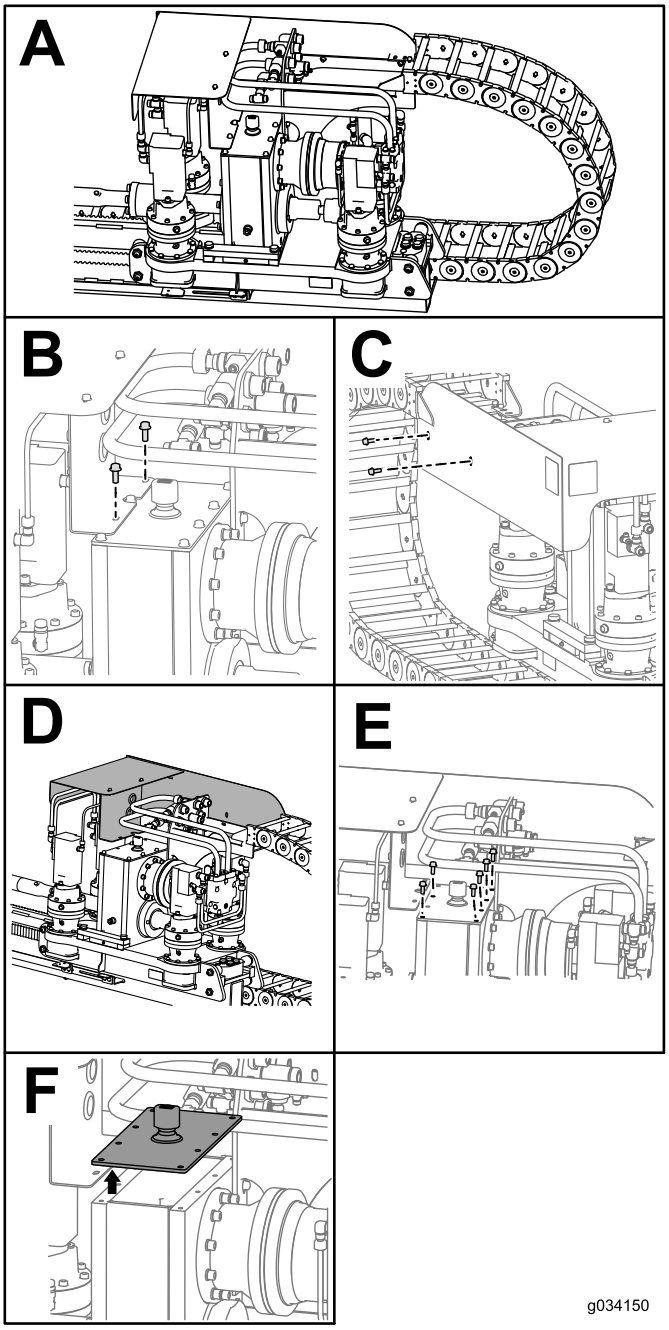

Rysunek 104
3. Wykręć 2 śruby i nakrętki na osłonie wózka (ramka B na Rysunek 104).
4. Wykręć 2 śruby i nakrętki z boku osłony wózka (ramka C na Rysunek 104).
5. Przesuń osłonę wózka do przodu (ramka D na Rysunek 104).
6. Wykręć 6 śrub ze skrzyni biegów (ramka E na Rysunek 104).
7. Zdejmij osłonę skrzyni biegów i usuń olej przez odessanie (ramka F na Rysunek 104).
11. Nałóż pokrywę luźno na skrzynię biegów i wkręć luźno 6 śrub (ramka E na Rysunek 104).
12. Załóż osłonę wózka z powrotem na swoje miejsce i wkręć luźno 2 śruby (ramka C na Rysunek 104).
13. Wkręć 2 śruby mocujące osłonę wózka do skrzyni biegów (ramka B na Rysunek 104).